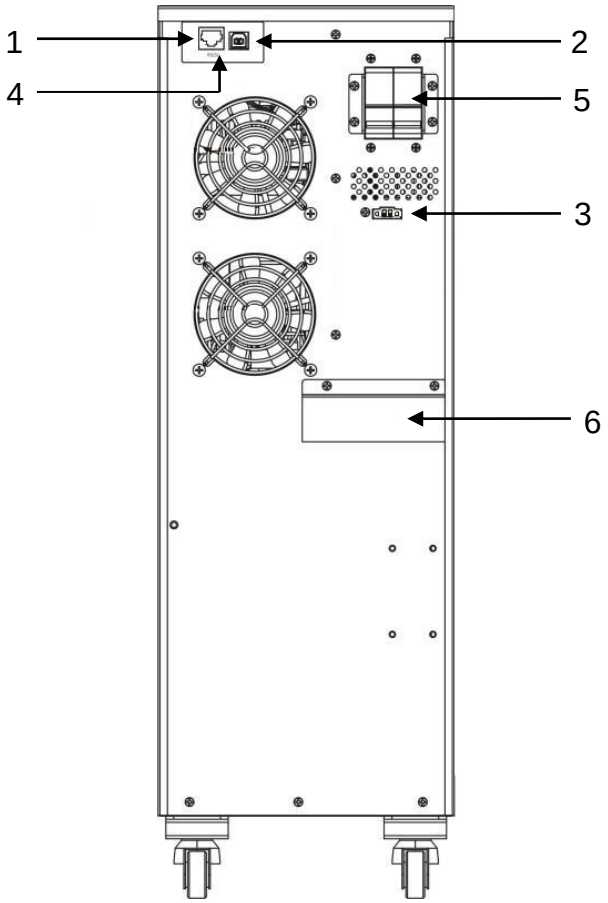
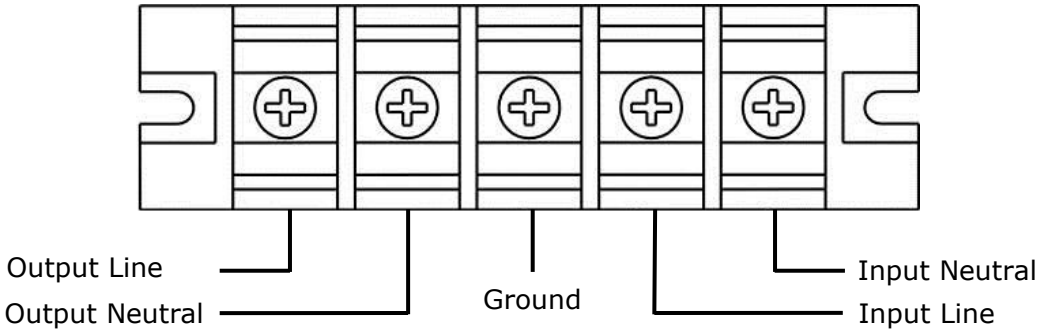

Figura 4 – Pannello Posteriore
Figura 5 – Morsettiera d'Ingresso/Uscita
6. **Pannello metallico di accesso alla morsettiera d'Ingresso/Uscita:** rimuovendolo si accede alla morsettiera per i collegamenti di potenza (vedi figura 5).
1. **L'interruttore Ingresso Rete sul retro sia "OFF" (vedi figura 4).**
1. Togliere il **pannello metallico di accesso alla morsettiera d'Ingresso/Uscita**, posto in basso sul retro (vedi figura 4). La morsettiera d'Ingresso/Uscita è illustrata in figura 5. Tutti i cavi che verranno collegati alla morsettiera devono arrivare alla morsettiera entrando dagli appositi fori sul pannello metallico.
2. Procedere al collegamento della **linea d'Ingresso** (**FASE, NEUTRO e TERRA**) facendo attenzione alla corretta polarità e alla corrispondenza con le sigle dei morsetti riportate in figura 5, come spiegato sotto:
1. Controllare che l'interruttore Ingresso Rete sul retro sia in posizione "OFF" (vedere figura 4).